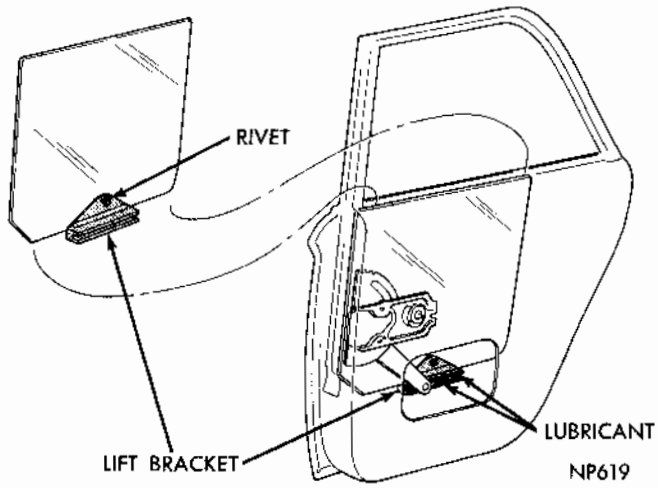

Fig. 6 - Rear Door Glass Replacement-Sedan
(1) Loosen window track adjusting nuts (Fig. 6) and remove glass from run channels.
(2) Remove regulator arm from lift bracket channel.
(3) Remove glass from door.
(4) Remove lift bracket from glass.